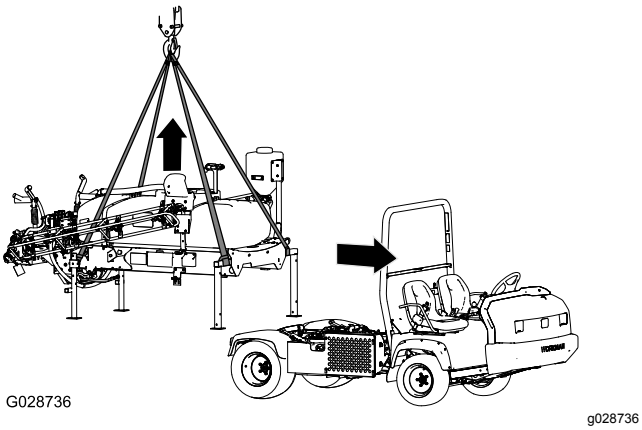

Figur 107
1. Senk bommene til ca. 45°, og drei dem forover (Figur 107).
5. Fest løfteutstyret til de horisontale rørene på de fremre jekkstøttene og den vertikale tappen på de bakre jekkstøttene (Figur 107).
7. Løft gliderammen til tanken høyt nok til at den ikke berører maskinen lenger (Figur 107).